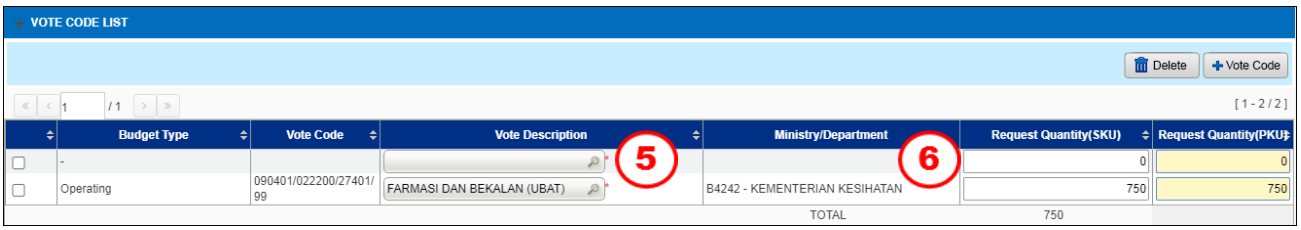

Figure 3.5-4 Vote Information
Click on the [+ Vote Code] button to add more vote code in Vote Code List and new screen will be shown in Figure 3.5-4
- *If double click on available vote in vote code list, the new screen will be shown to allow user to edit the vote code as shown in Figure 3.5-4.*
- *Recommended Purchase List (RPL)Step 4-6, Figure 3.5-4 Vote Information*